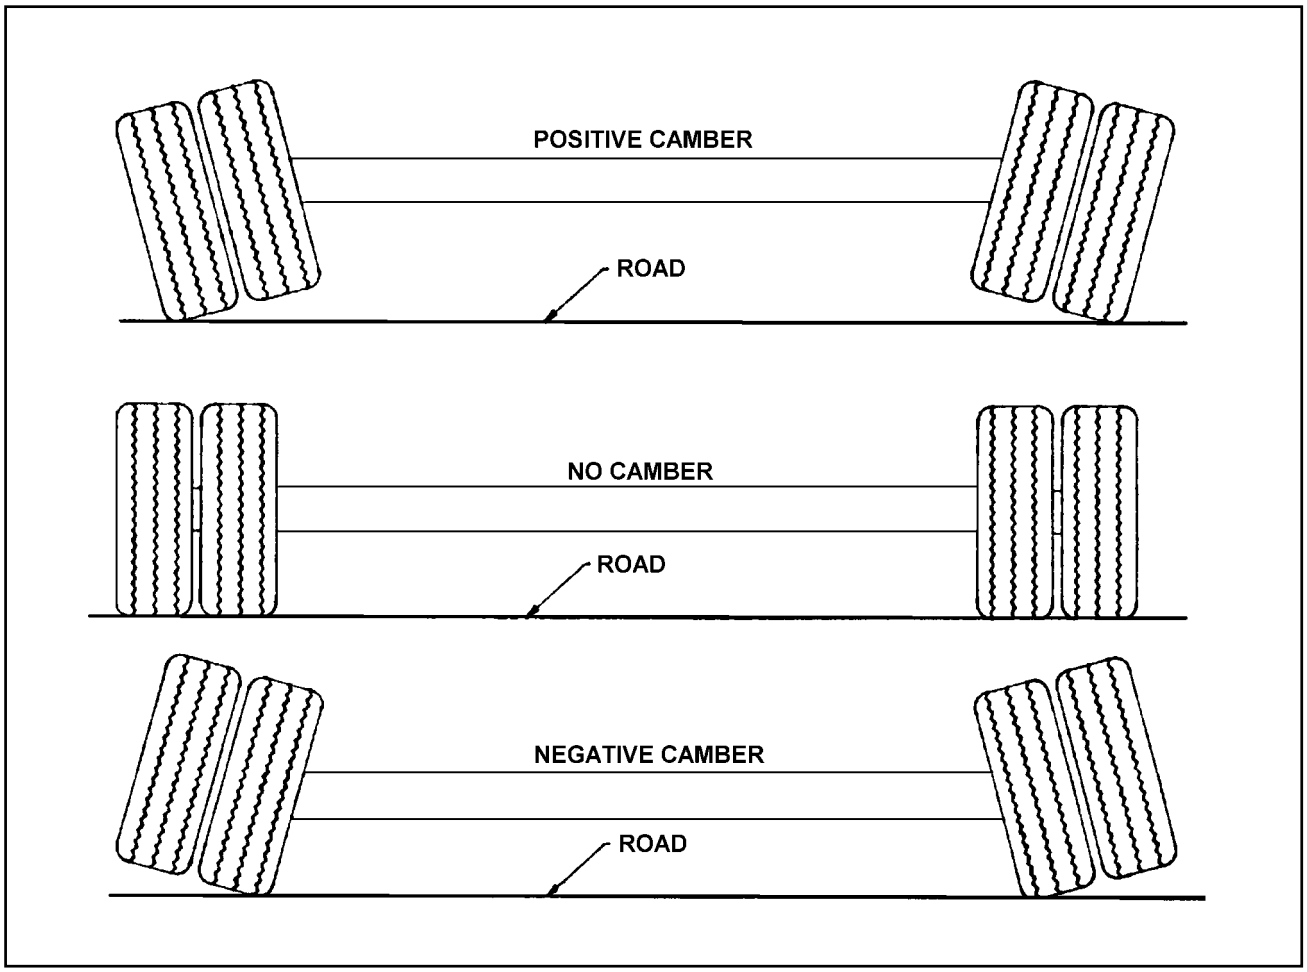

Figure 4-7 Examples of Camber
d. Follow the same procedures as in **Section 4-7.1 b. and c.**, except place the axle gauge above and below the axle. If gauge point gap is found, the axle has positive or negative camber. The trailer axle has no camber from the factory. If it is found to have positive or negative camber, axle replacement is necessary **(See Figure 4-7** for examples of camber).